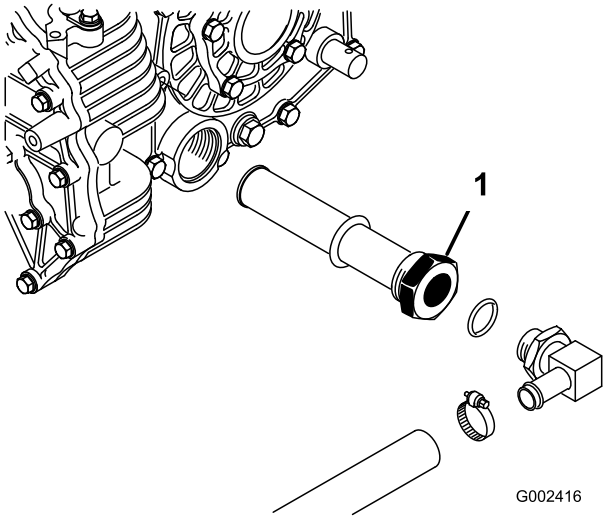

Figura 78
2. Retire el tapón de vaciado (Figura 78) del lado del depósito y deje fluir el aceite hidráulico a un recipiente.